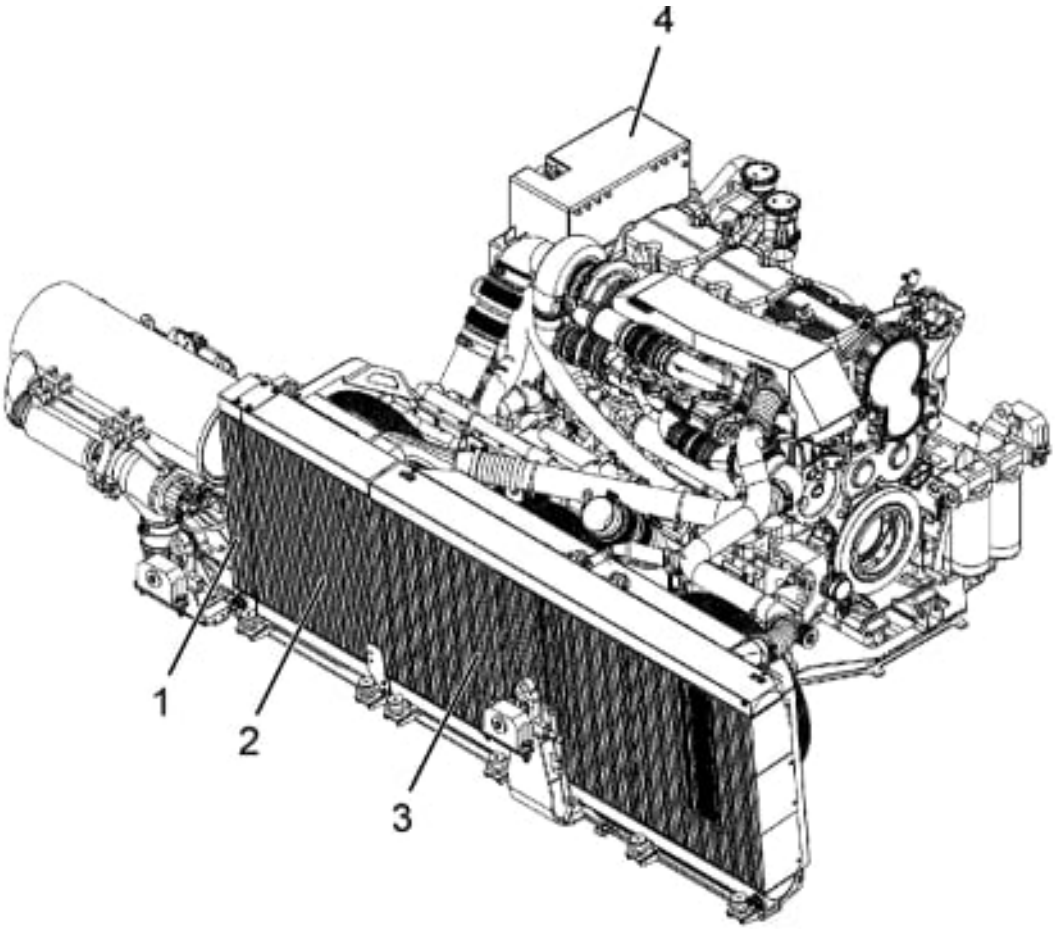

Fig. 22: Sistema di raffreddamento motore diesel principale
Per consentire il funzionamento del motore diesel principale anche con l'impianto idraulico di lavoro disattivato e il sufficiente raffreddamento dell'olio idraulico dei motori dei ventilatori per il radiatore del refrigerante e l'intercooler, è presente un radiatore dell'olio idraulico separato per i motori dei ventilatori, cfr. Fig. 22 (1). Questo radiatore è disposto di fianco all'intercooler (2) del motore diesel principale.